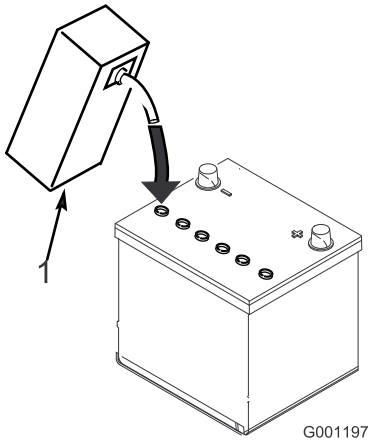

Figuur 10
3. Giet voorzichtig accuzuur in elke cel totdat de vloeistof ongeveer 6 mm boven de platen staat (Figuur 10).
4. Laat de platen ongeveer 20 tot 30 minuten weken in het accuzuur. Vul indien nodig bij totdat het accuzuur ongeveer 6 mm van de onderkant van de vulbuis staat (Figuur 10).